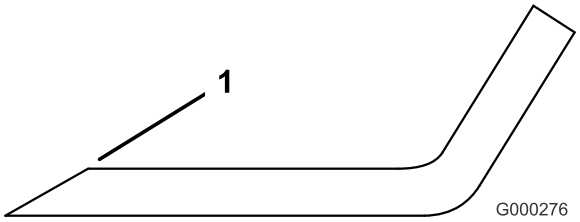

Figura 65
1. Utilice una lima para afilar el filo de corte en ambos extremos de la cuchilla (Figura 65). Mantenga el ángulo original. La cuchilla permanece equilibrada si se retira la misma cantidad de material de ambos bordes de corte.